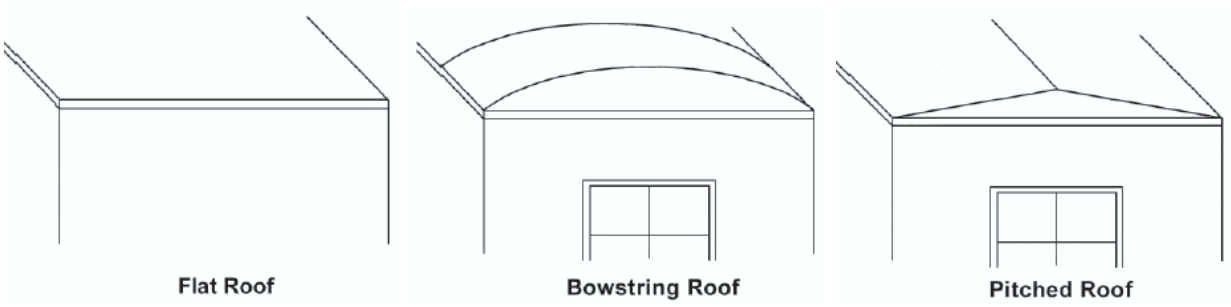

Figure 10.7. Typical Manufactured Home Roof Configuration.
- **Roof Type** – Select what type of roof this is. The choices are Flat, Bowstring, and Pitched. These are the typical roof configurations found in mobile homes (see Figure 10.7). The characteristics of these roof types and how MHEA treats them are described below.